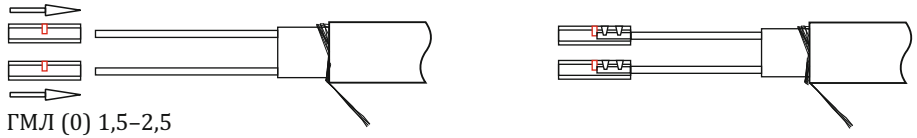

Рис. 5
Надеть на жилы гильзы ГМЛ (0) 1,5–2,5 (поз. 1), обжать кримпером (см. рис. 5)